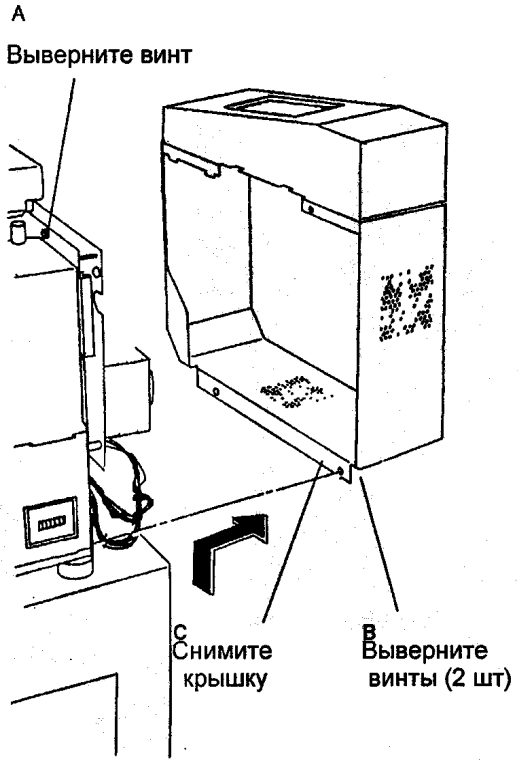

Рис. 4 Снятие левой крышки
5. (РИС. 4): СНИМИТЕ ЛЕВУЮ ТОРЦЕВУЮ КРЫШКУ.